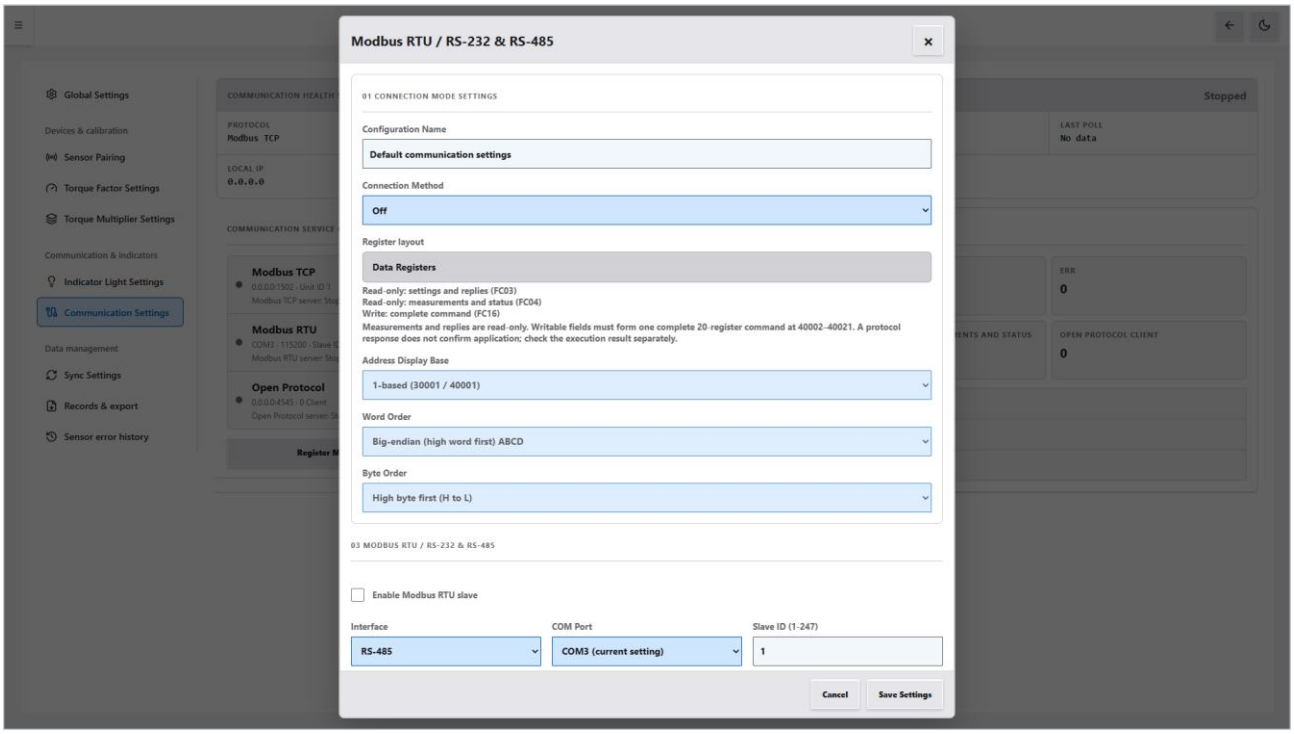

Figure 13-3 Modbus RTU settings window
2. In TMS, open “Communication Settings” and click ⚙ on the right of the “Modbus RTU” row. The “Modbus RTU / RS-232 & RS-485” window opens (see Figure 13-3).